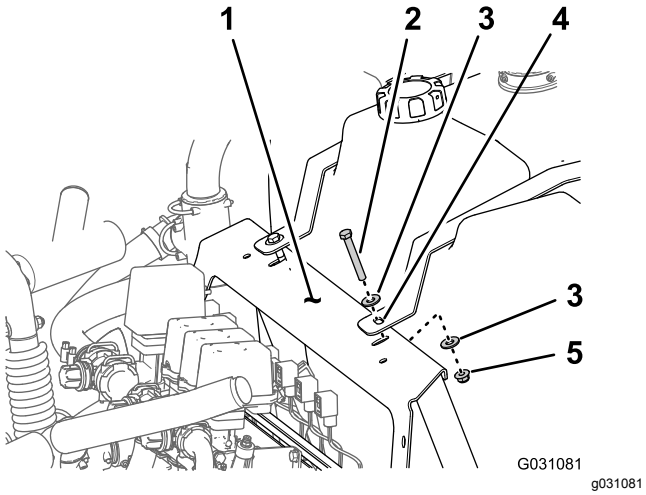

Figur 1
C. Fjern de to bolte (3/8 x 2-3/4 tomme), to flangelåsemøtrikker (3/8 tomme) og fire spændeskiver (3/8 tomme), der holder remmene til skylletanken fast på manifoldbeslaget (Figur 1).